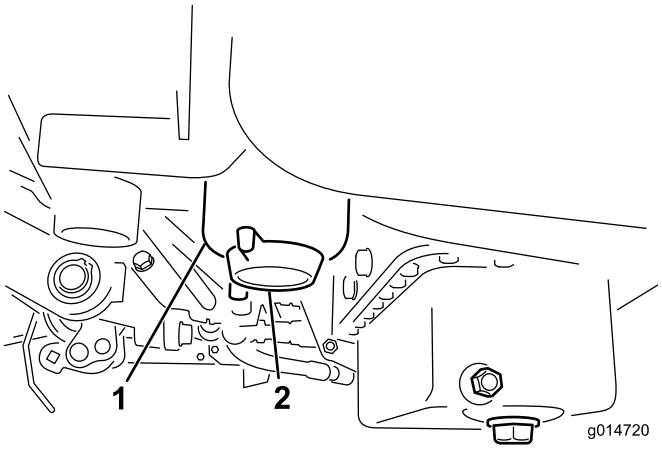

Figur 45
2. Rengjør området der filterboksen skal festes (Figur 45).
4. Åpne tappepluggen (Figur 45).